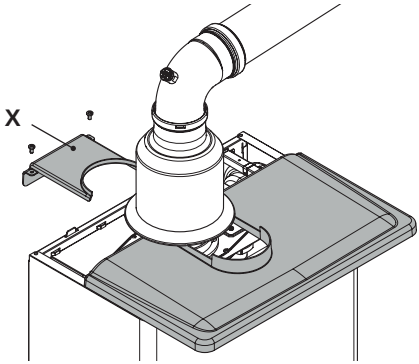

Figura 5.36
- Posizionare la copertura superiore e fissarla in posizione con il particolare **X** (Figura 5.36).